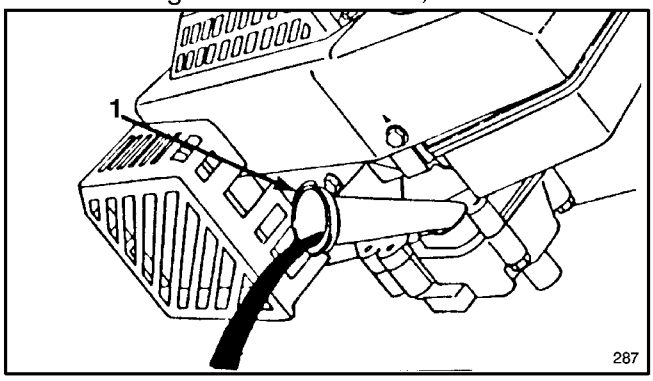

Abbildung 18
4. Den Mäher auf die linke Seite kippen, damit das Öl in die Wanne ablaufen kann (Abb. 18).